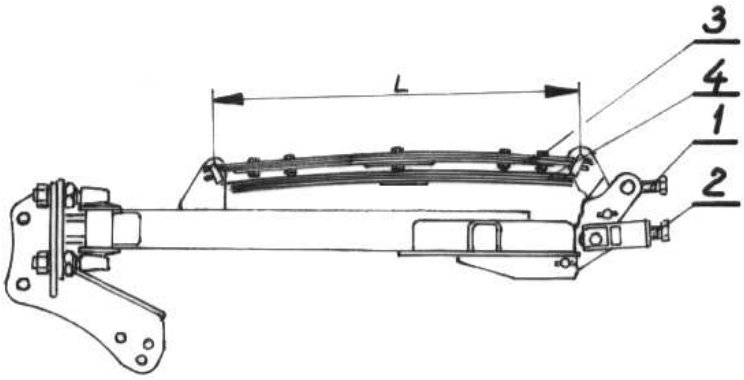

Rys. 16 Goleń z mechanizmem sprężynowym piórowym
Producent dostarcza pługi z ustawionym mechanizmem sprężynowo-dźwigniowym z ustalonym wymiarem L=700 mm (**Rys.16**). Aby prawidłowo zmontować mechanizm należy pług ustawić na równym podłożu. Poprzez śrubę **2** należy naciągnąć łącznik znajdujący się wewnątrz belki goleni zostawiając 3 mm szczelinę między wewnętrzną powierzchnią belki, a łącznikiem. Następnie śrubą 1 ustalić odległość między czopami sprężyny piórowej 3 na L=700 mm **(Rys. 16)**. Dla ekstremalnie ciężkich warunków pracy zaleca się montowanie dwóch dodatkowych piór w celu zwiększenia siły na dziobie lemiesza.
- poluzować śruby mechanizmu dźwigniowego (poz. **1** i **2 Rys. 16**);